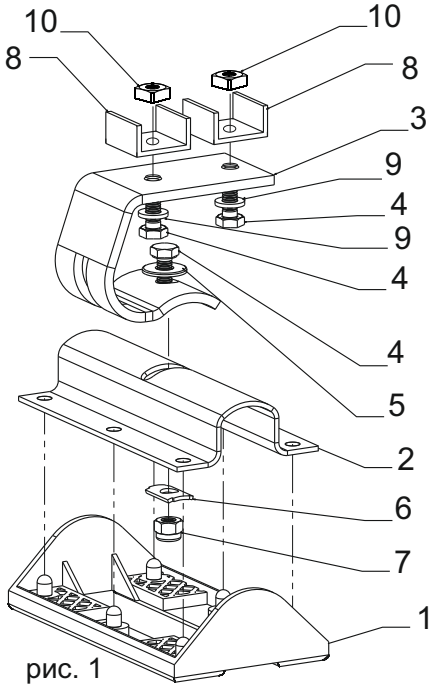

рис. 1
1. Соберите опоры багажника, как показано на [рис.1], для чего: